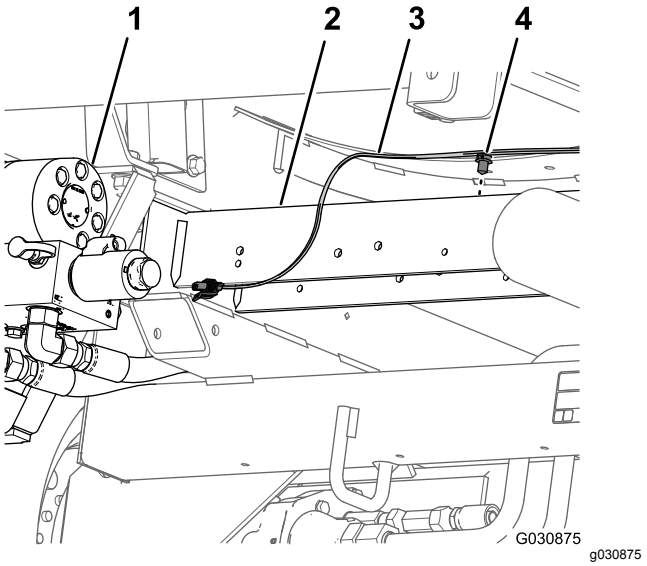

Figur 59
6. Ta bort tryckfästelementen som fäster det bakre kablaget (Figur 59) i hålen på det bakre kryssröret (bakom hydrauldrivmotorerna).